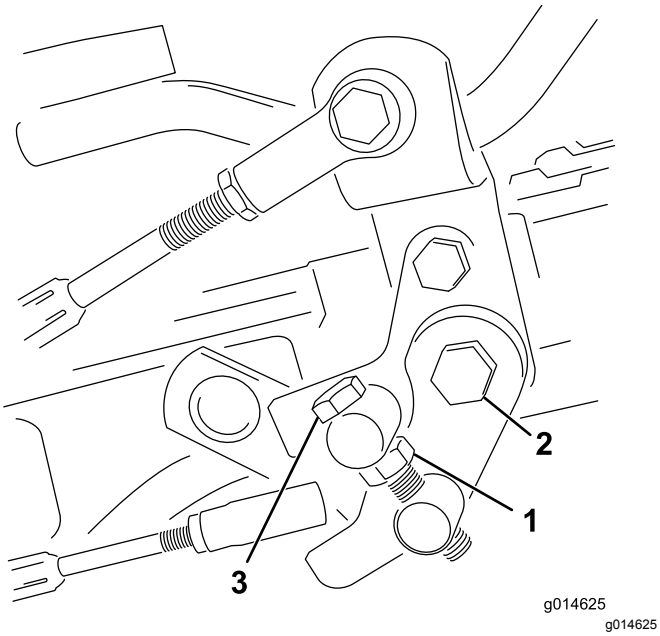

Figur 35
1. Lossa kontramuttern på justeringsbulten (Figur 35).
4. Dra åt kontramuttern på justeringsbulten och muttern på pedaltappen för att låsa justeringen (Figur 35). Kontrollera justeringen och ändra vid behov.